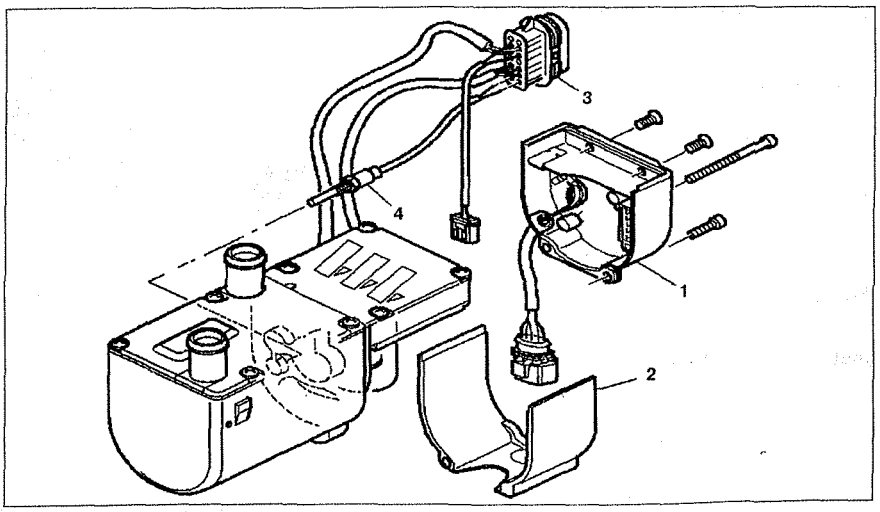

Рис. 10.4. Датчик воспламенения (автомобили 638.0/1/2 с 13.10.1997 г. в.):
3. Снимите блок управления **1** (см.рис.10.4).